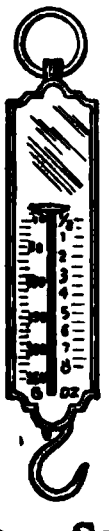

Fig. 7. Spring balance.
11. Weighing machines. The **spring balance** (Fig. 7) is a simple machine for getting the weight of things, or for measuring forces of other kinds, such as the pull exerted by a rope. It contains a coiled spring, and the force exerted is indicated by the pointer on the scale. The spring balance is very extensively used because of its great convenience, and its indications are close enough for many practical purposes.